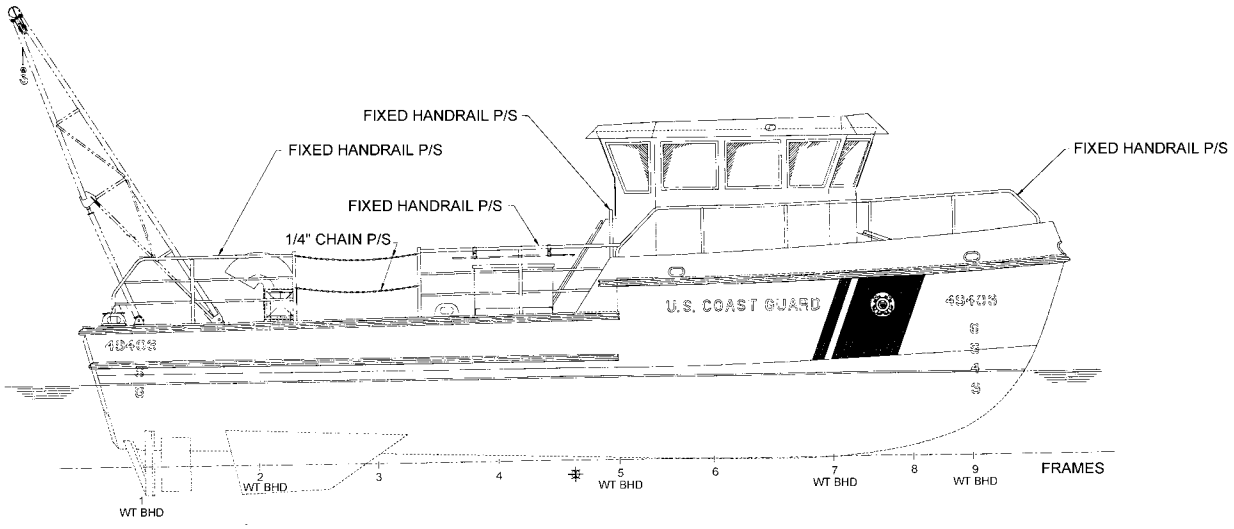

Figure 2-22
E.15.a. On the foredeck	Fixed handrails are installed from bulkhead 5 forward to the bulwark rail on the port and starboard sides. **(See figure 2-22.)**
E.15.b. On the buoy deck	Fixed handrails are installed from bulkhead 5 aft approximately 10 feet, allowing for a 6-foot clear opening for buoy deck access and then from the aft chock forward approximately 10 feet. **(See figure 2-22.)**